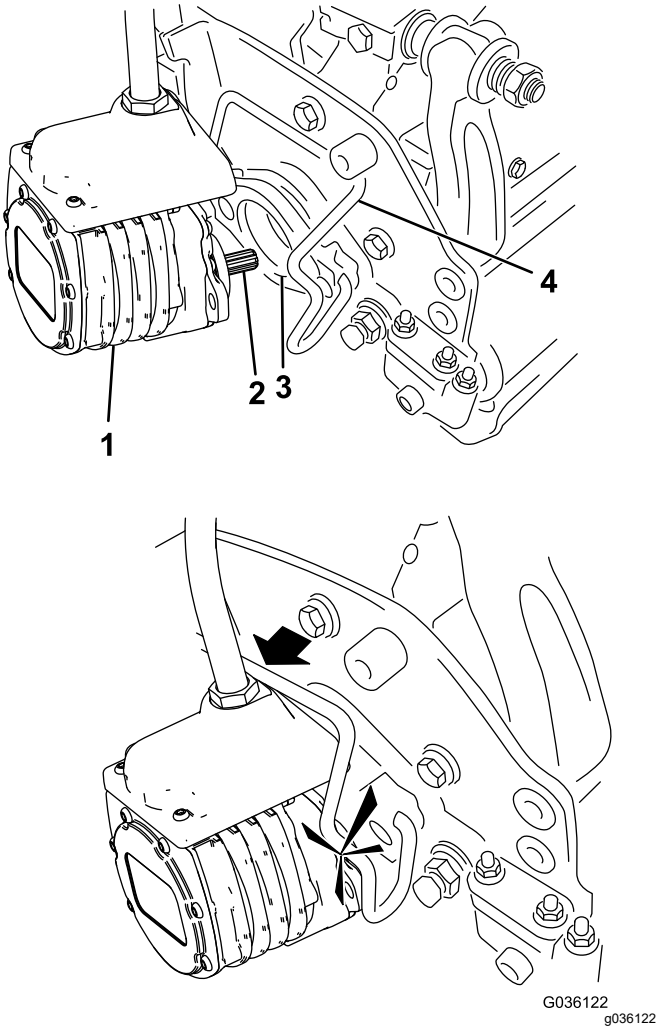

Figur 56
6. Kom rent smørefedt på notakslen på klippeenhedens motor (Figur 56).
7. Sæt motoren ind i klippeenhedens venstre side (set fra førersædet), og træk motorens holdestang på klippeenheden i motorens retning, indtil du hører et klik fra begge sider af motoren (Figur 56).